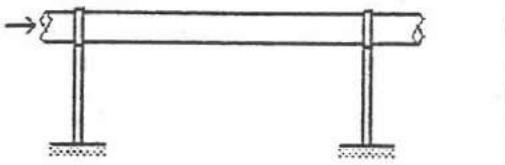

Figura 1
2) Numa instalação de indústria química, uma bomba alimenta uma tubagem comprida como se mostra na figura 1. Quando a velocidade de rotação da bomba é de 356 rpm, as pulsações do fluido enviado para a tubagem coincidem com a frequência natural de vibração lateral da secção da tubagem.